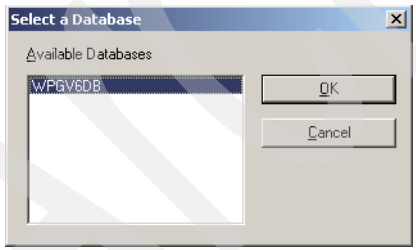

Figure 15-55 Select the database
6. Select **Actions** → **Export To Other Database...** from the Data Interchange Services client menu. The Select a Database window opens (Figure 15-55.